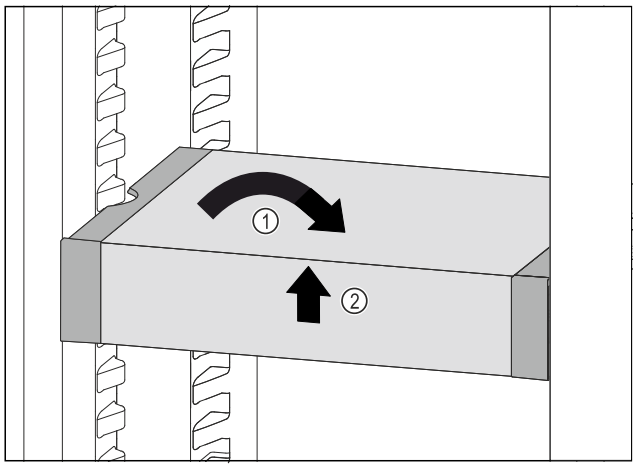

Fig. 120
▶ Set VarioSafe straight. *Fig. 120 (1)*
▶ Lift VarioSafe at the front. *Fig. 120 (2)*